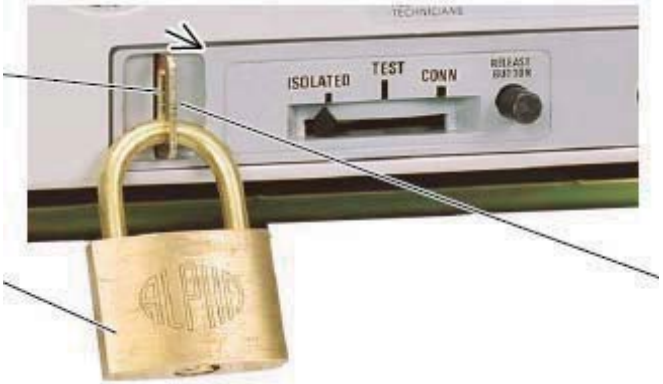

Рис. 30. Блокировка рычага положения
2. Вытяните рычаг положения, показанный на рис. 30.
3) Заблокируйте рычаг положения с помощью висячего замка со скобой ∅ 6 мм (можно использовать до 3 замков), как это показано на рис. 30. Это непозволит вставить ручку выдвижения в отверстие для ручки выдвижения отключающего механизма, и поэтому невозможно будет изменить его положение.